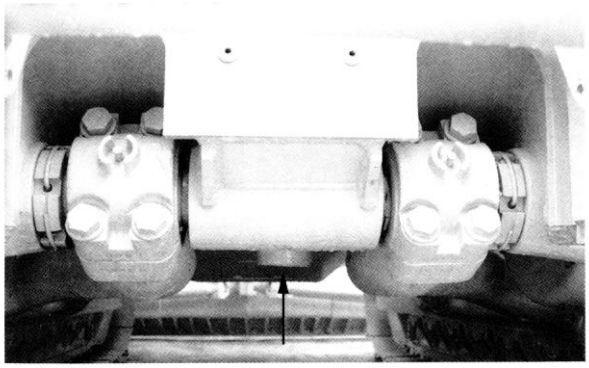

Рис. 4-27.
1) Открутите сливную пробку под корпусом агрегата и слейте масло (Рис. 4-27).
6) После замены элемента масляного фильтра трансмиссии и рулевой муфты (см. «ТЕХНИЧЕСКОЕ ОБСЛУЖИВАНИЕ КАЖДЫЕ 250 ЧАСОВ ЭКСПЛУАТАЦИИ»), залейте предписанное количество машинного масла через горловину (F).